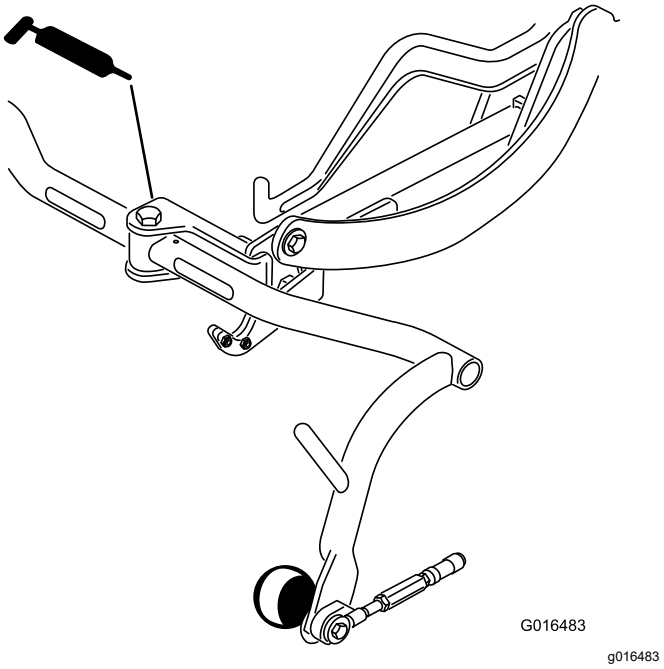

Figure 29
- Pivot de bâti porteur (3) (Figure 29)